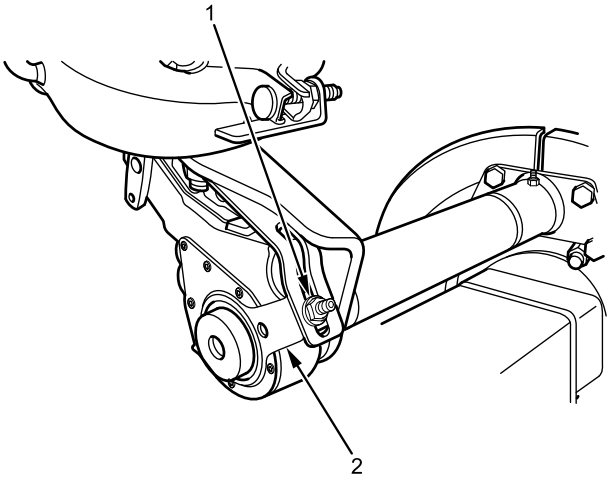

Figure 8. Slack Adjuster Nut Installation.
8. Install nut (Figure 8, Item 1) on slack adjuster control arm (Figure 8, Item 2). Tighten and secure.